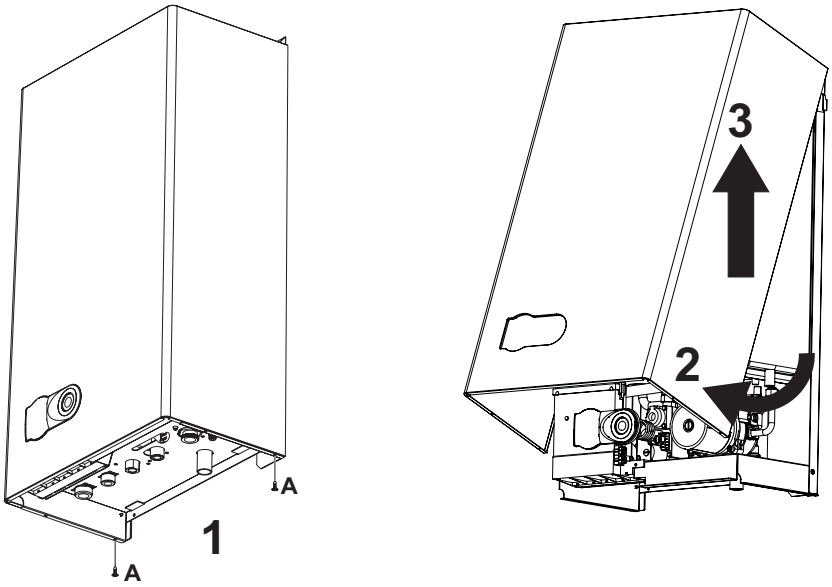

fig. 24 - Apertura mantello
1. Svitare le viti A (vedi fig. 24).
2. Ruotare il mantello (vedi fig. 24).